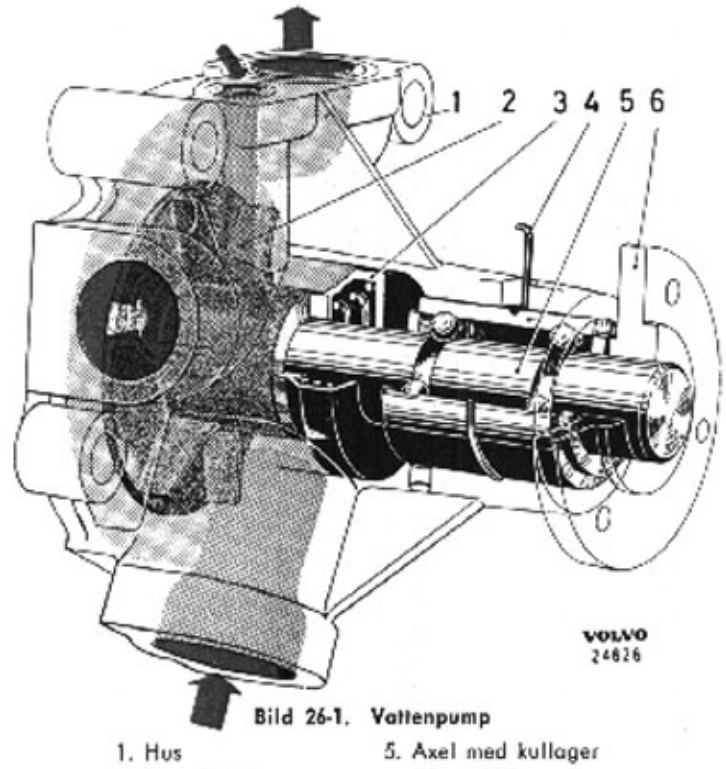
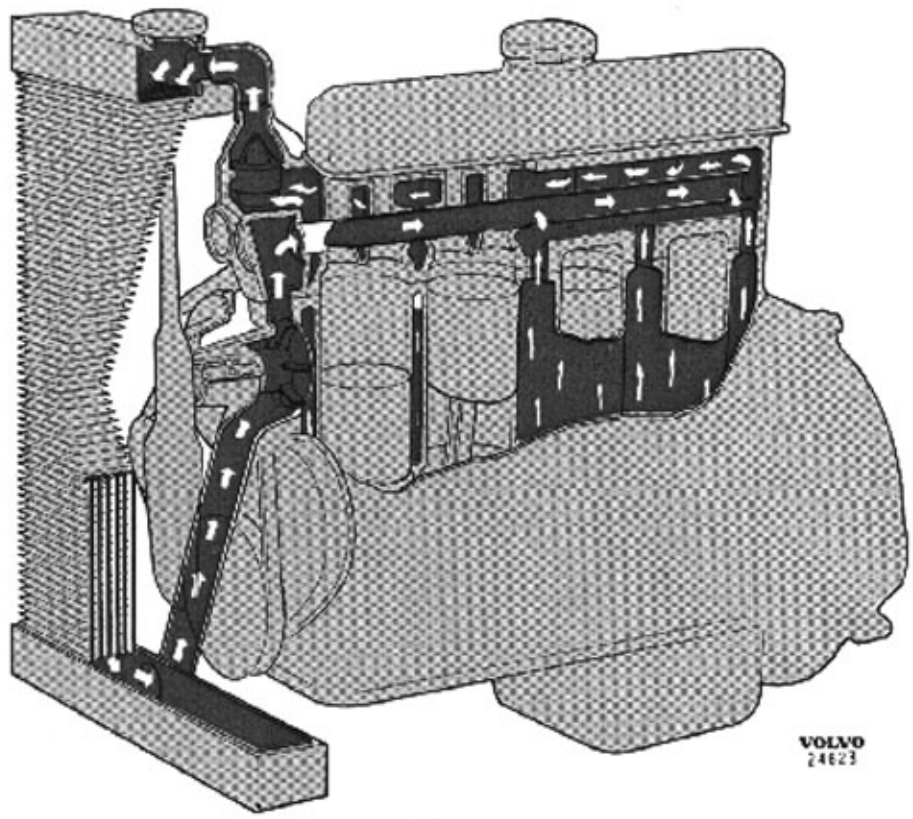

Bild 26-1. Vattenpump
Bild 26-2. Kylsystem
Kylsystemet, bild 26-2, är av övertryckstyp, med cirkulationspump (bild 26-1).
4. Vänd pumpen. Anbringa ett mothåll under axeländan i skovelhjulets hål och pressa på navet med dorn SVO 2266. Använd som mothåll exempelvis avdragare SVO 2462 med centrumskruven åtskruvad, så att den stöder mot axeln. Pressa försiktigt så långt att måttet B enligt bild 26-1 blir 105±0,2 mm.